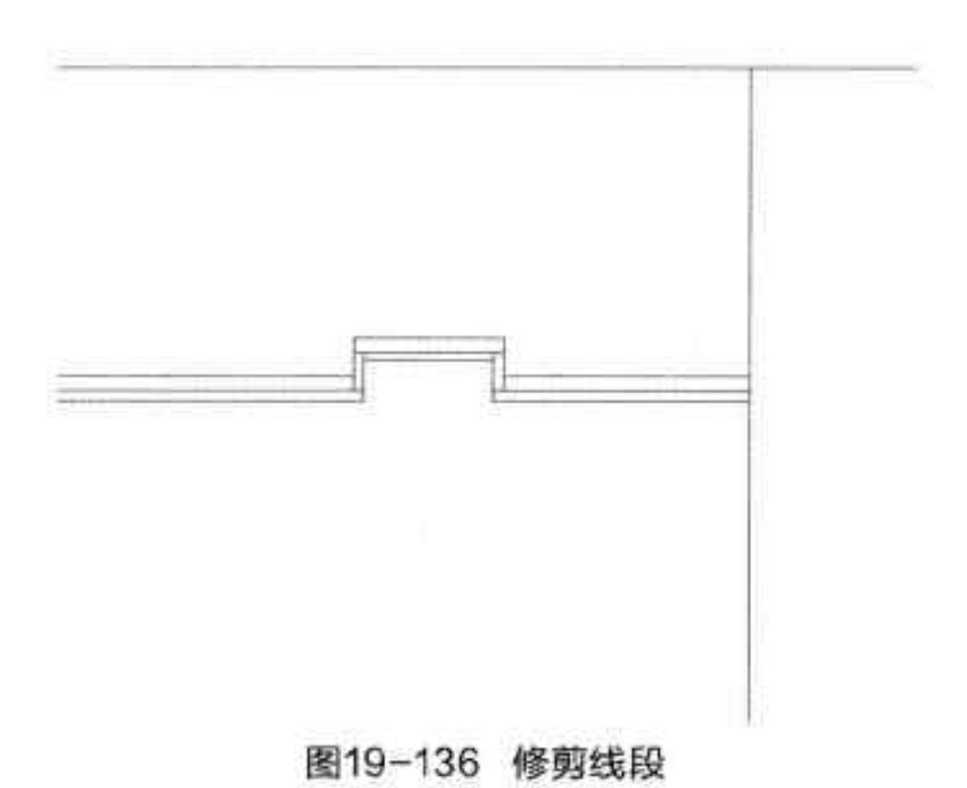

图19-136 修剪线段
Step 03 执行“修剪”命令，对偏移后的线段进行修剪，如图 19-136 所示。
Step 09 执行“镜像”命令，将左边的 8 个圆镜像到右边，如图 19-136 所示。